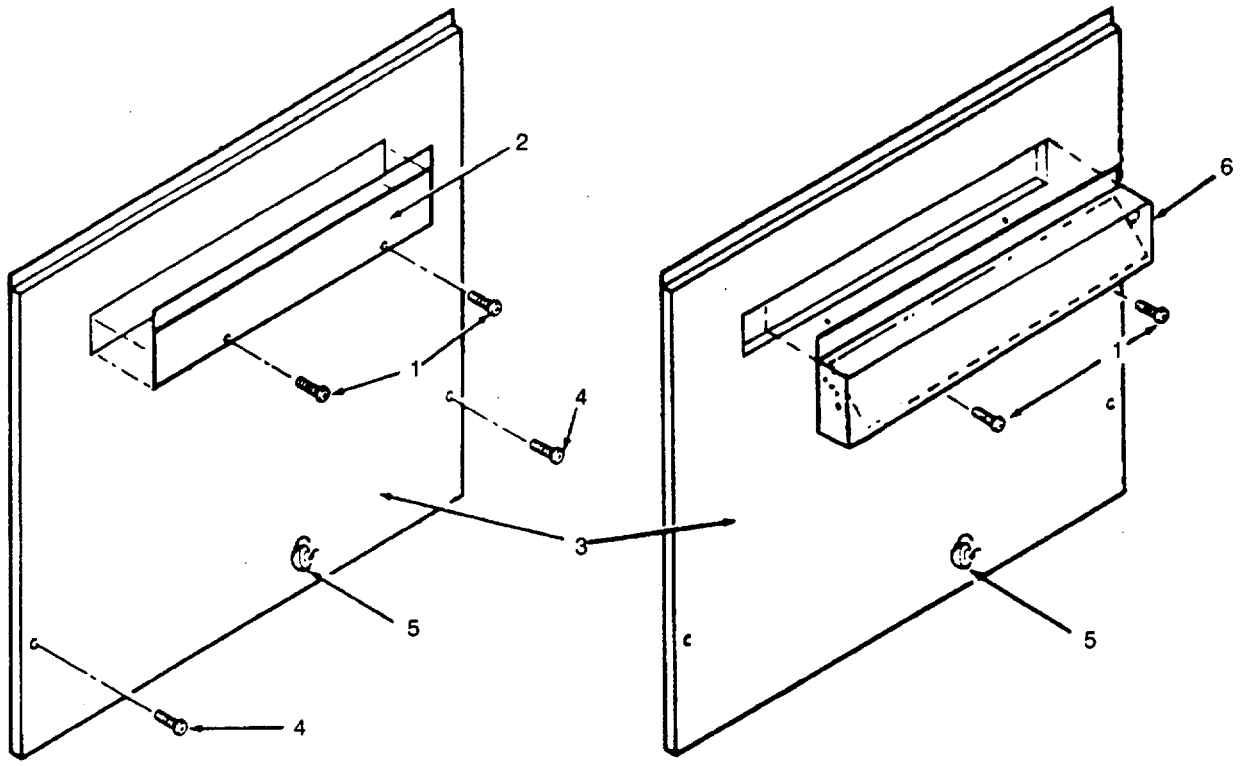

Figure 4-7. Fresh Air Damper
(1) Remove the two screws ('1, Figure 4-7) securing the blank off plate (2) to the bottom front door assembly (3) and retain.
(2) Pull the blank off plate (2) down and away from the bottom front door assembly (3).
(3) Remove the two screws (4, Figure 4-7) from the bottom front door assembly (3) and retain.
(4) Turn the 1/4 turn fastener (5) on the bottom front door assembly (3) and pull the door open
(5) Cut the insulation away from the opening In the bottom front door assembly (3) that was covered by the blank off plate (2) and close the door.
(6) Insert the lip on the top of the fresh air damper (6) Into the top of the slot on the bottom front door assembly (3).